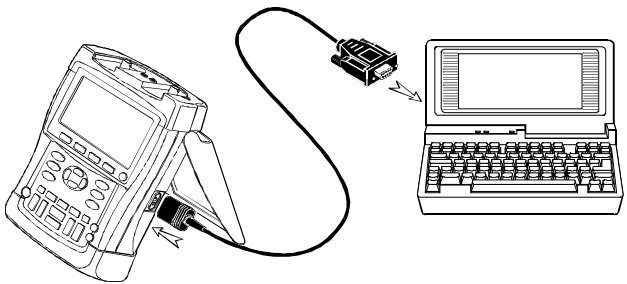

Figura 33. Conexión a un ordenador
- Utilice el cable/adaptador RS-232 optoaislado (PM9080) para conectar un ordenador al OPTICAL PORT (puerto optico) del instrumento de medida. (Consulte la figura 33.)